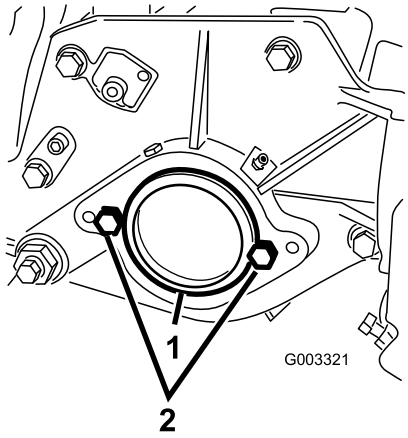

Figur 7
2. Fjern plastproppen fra lejehuset i højre ende af klippeenheden (Figur 7).
3. Fjern de to maskinskruer fra den højre sideplade (Figur 7).
2. Maskinskrue (2)
5. Monter løst de to motormonteringsskruer på klippeenhedens venstre sideplade (Figur 7).